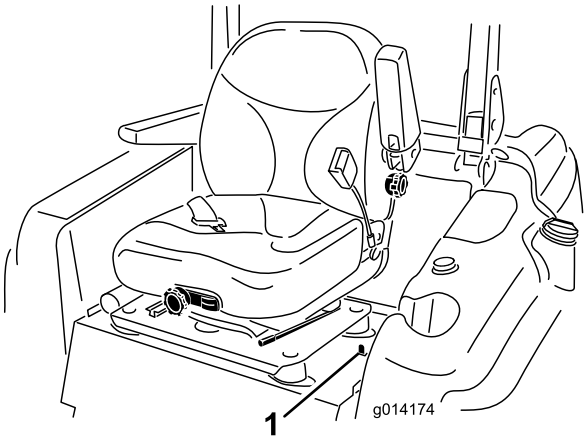

**Figur 32**
1. Bevæg sædelåsen, der er placeret i sædets venstre side, bagud for at frigøre sædet, og træk fremad i ryglænets overkant (Figur 32).